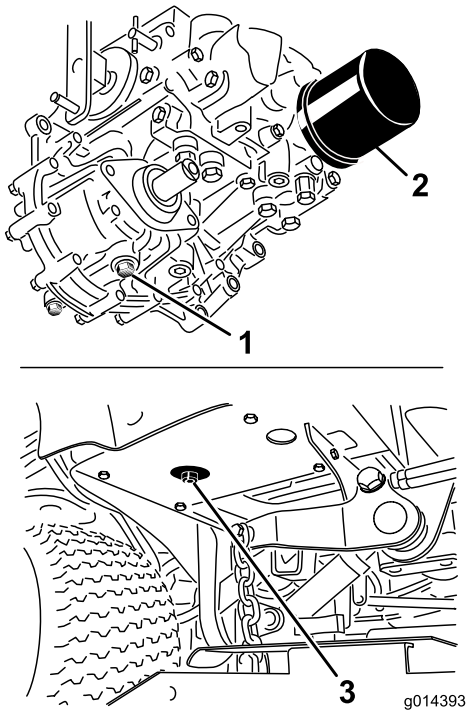

Figur 63
3. Placer en stor bakke under hydraulikbeholderen og gearkassen, og skru propperne af, så al hydraulikvæsken kan løbe af (Figur 63).
4. Rengør området omkring hydraulikoliefilteret, og afmonter det (Figur 63).